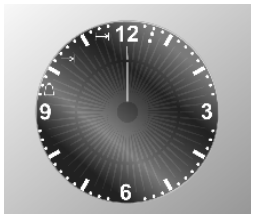

Fig. 3
- tryk på tasten for at få adgang til programmeringsmenuen; displayet lyser op, som vist på **Fig. 3**;
- tryk på tasten for at få adgang til programmeringsmenuen; displayet lyser op, som vist på **Fig. 3** og symbolet ⊢→| tændes;